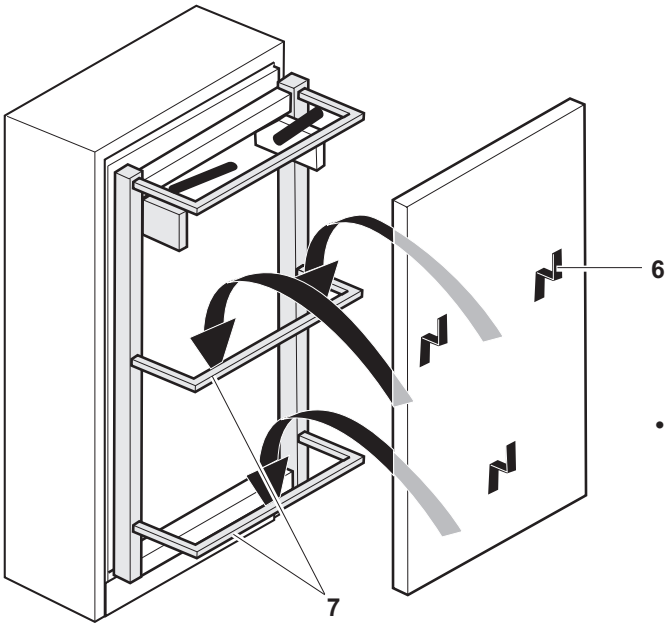

Fig. 13
- Hang prepared front panel with front-panel brackets ***6*** on the transverse tubes ***7*** on the bed frame, see ***Fig. 13***.